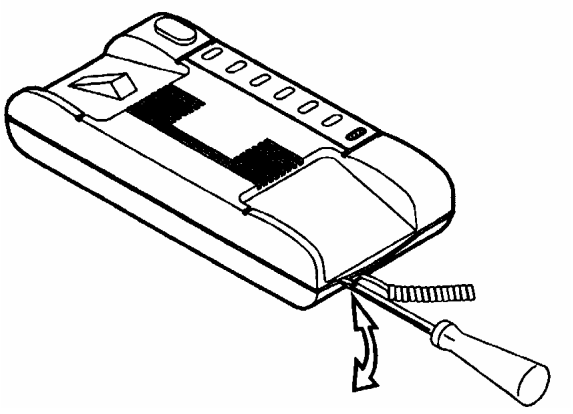

rys. 2
1) Rozłożyć obudowę unifonu zwalniając plastikowe zatrzaski przy użyciu ostrza wkrętaka (**rys. 2**).